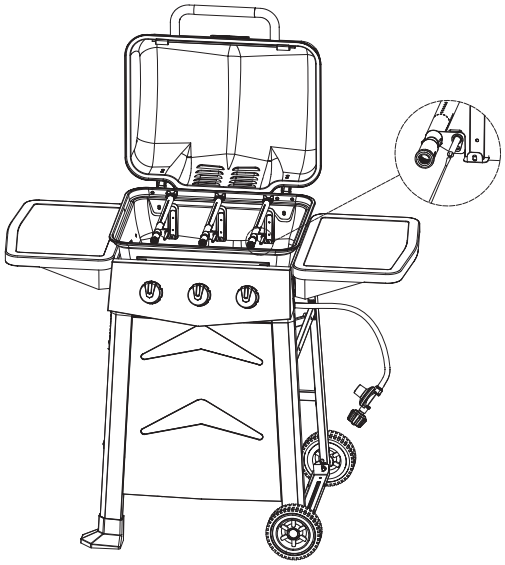

Figure 2
5. Détachez le fil d'allumage de l'électrode, comme illustré à la figure 2.